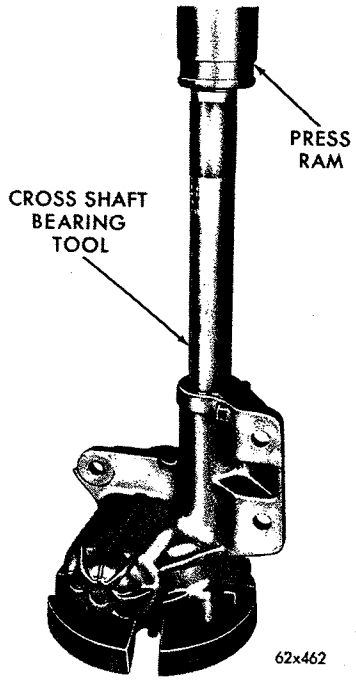

*Fig. 10—Removing Cross Shaft Inner and Outer Bearings*
(10) Remove cross shaft needle bearing (if so equipped) by placing steering gear housing in an arbor press; insert Tool C-3875 for Belvedere and Satellite models and Tool C-3786 for Fury models with adapter ring in lower end of housing (Fig. 10) and press both bearings through housing. For Tool C-3786 no adapter ring is required.